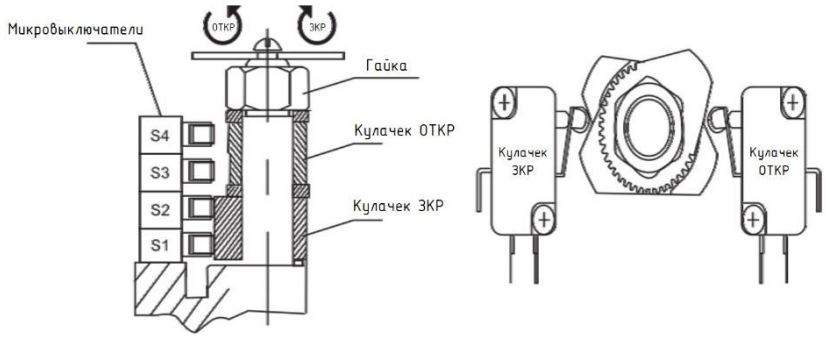

Рис.4
6.1. Настройка концевых выключателей (рис. 4)